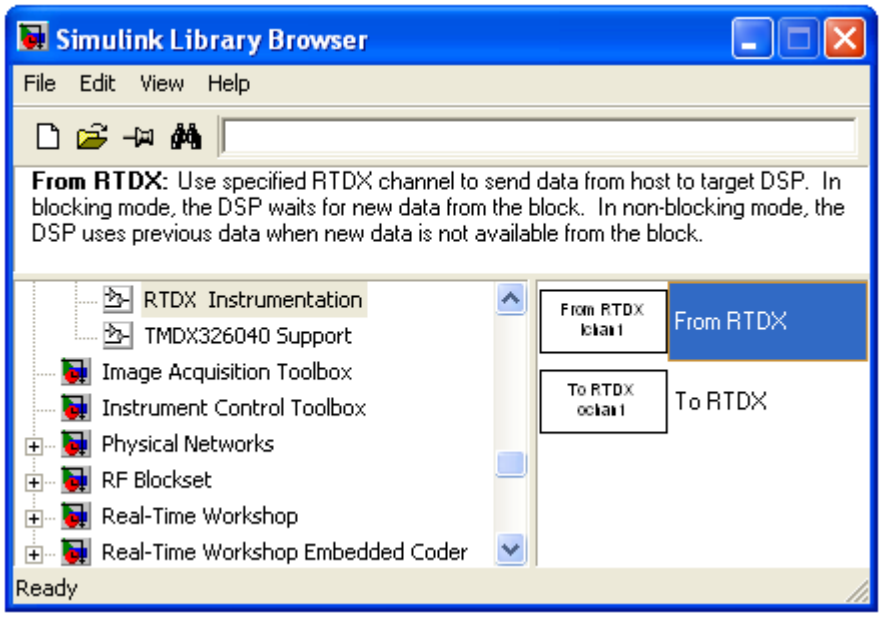

Figure 15: The "From RTDX" Block
1. Add the "From RTDX" from the "RTDX Instrumentation" group of the "Embedded Target for the TI TMS320C6000 DSP" Blockset (Please refer to Figure 15). This block will be used receive data from the PC using a specified RTDX.
3. Add the "To RTDX" from the "RTDX Instrumentation" group of the "Embedded Target for the TI TMS320C6000 DSP" Blockset (Please refer to Figure 15). This block will be used to send the processed image to the PC using a specified RTDX.